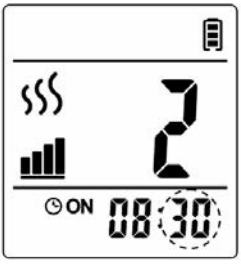

Abb. 3-3
3. Drücken Sie erneut die Taste **TIMER ON**. Die Stundenziffern hören auf zu blinken und die Minuten beginnen zu blinken. Stellen Sie mit der Taste **UP** oder **DOWN** die Minuten ein (siehe Abb. 3-3).